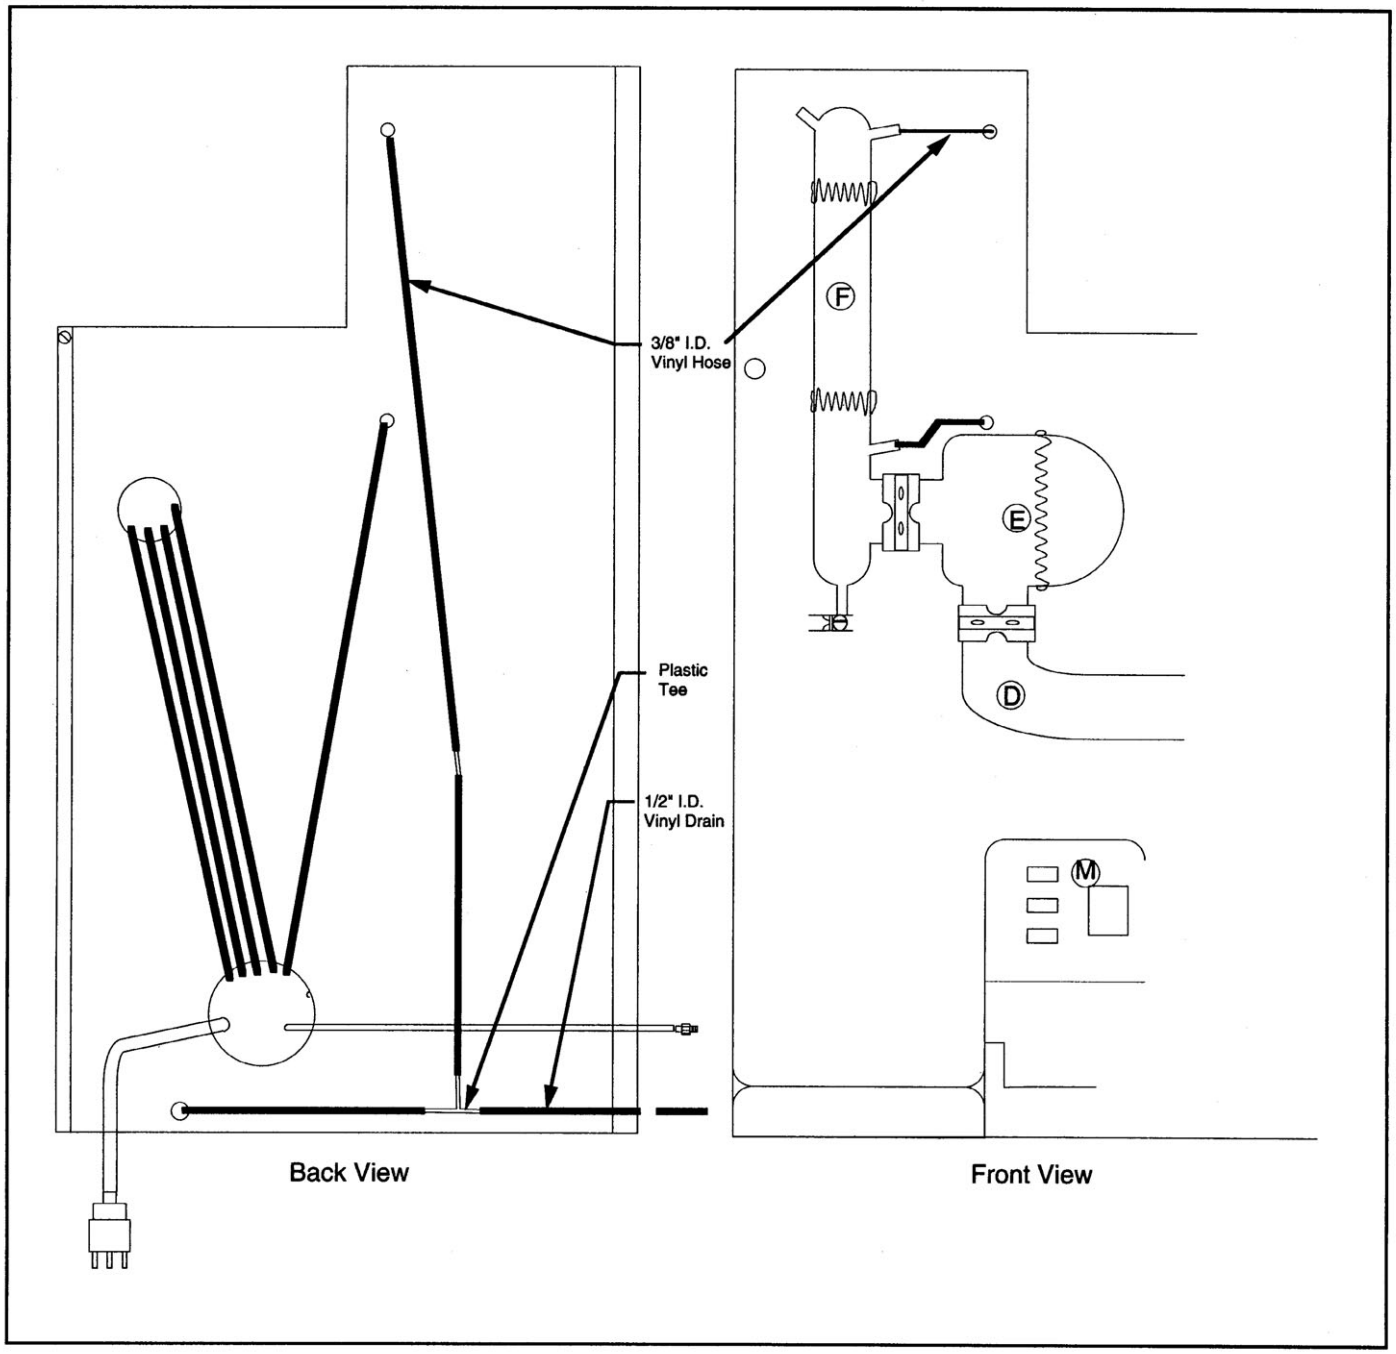

Figure 4-3. Components Installed
13. Route hoses through side of cabinet as shown in Figure 4-3.
2. Install one end of the vinyl hose to the top right tube on condenser “F” and route the other end through the cabinet hole as shown in Figure 4-3.
3. Cut the 1/2" vinyl drain hose and install plastic barbed tee as shown in the left view of Figure 4-3. Push vinyl hoses all the way onto the tee to assure a leak-free connection.